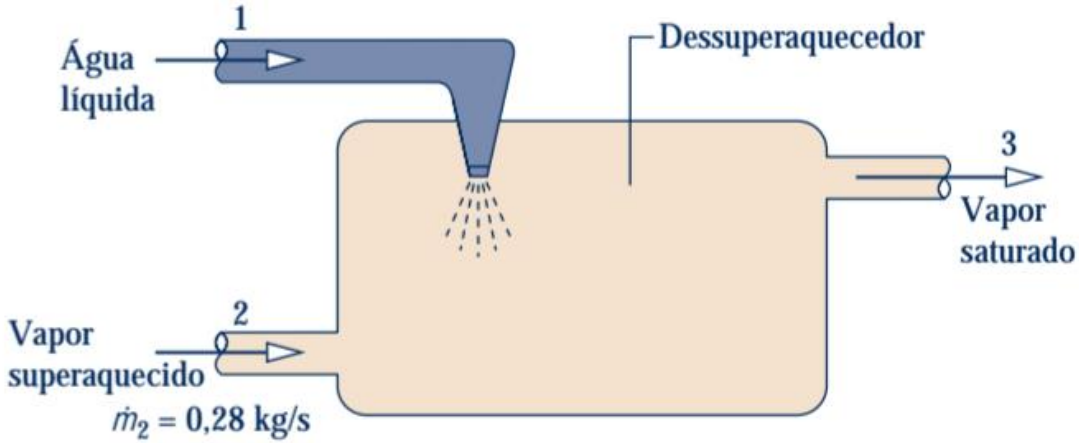

Fig. P6.86
6.86 Conforme o *dessuperaquecedor* ilustrado na Fig. P6.86, água líquida é injetada em um fluxo de vapor superaquecido. Como resultado, tem-se um fluxo de vapor saturado na saída. Os dados para a operação em regime permanente estão apresentados na tabela a seguir. Considere que as perdas de calor e todos os efeitos das energias cinética e potencial são desprezíveis. (a) Localize os estados 1, 2 e 3 em um esboço do diagrama *T–s*. (b) Determine a taxa de geração de entropia no interior do dessuperaquecedor, em kW/K.